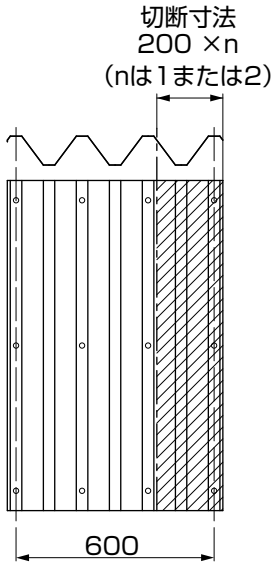
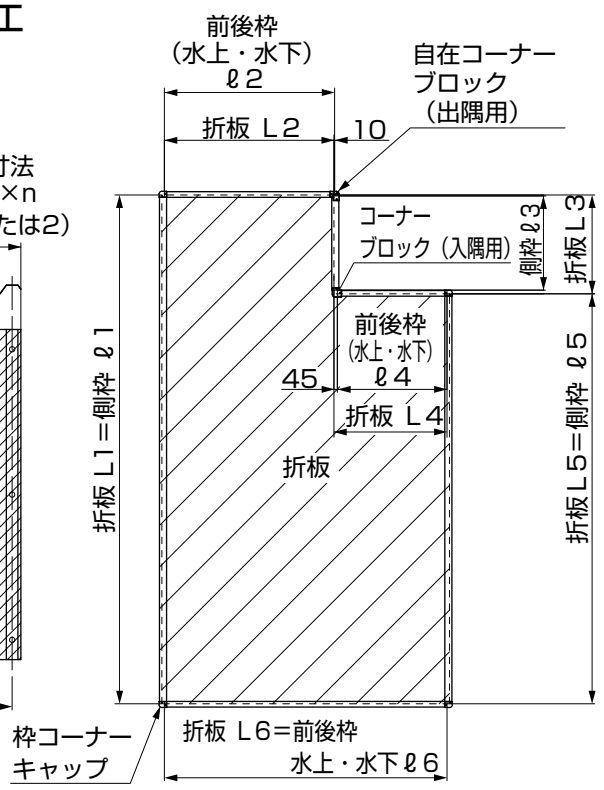

図4-3
図4-4
①折板の切断位置（A 部）が図 4-3、図 4-4 になるように L4 を決めて入隅部の折板を加工してください。